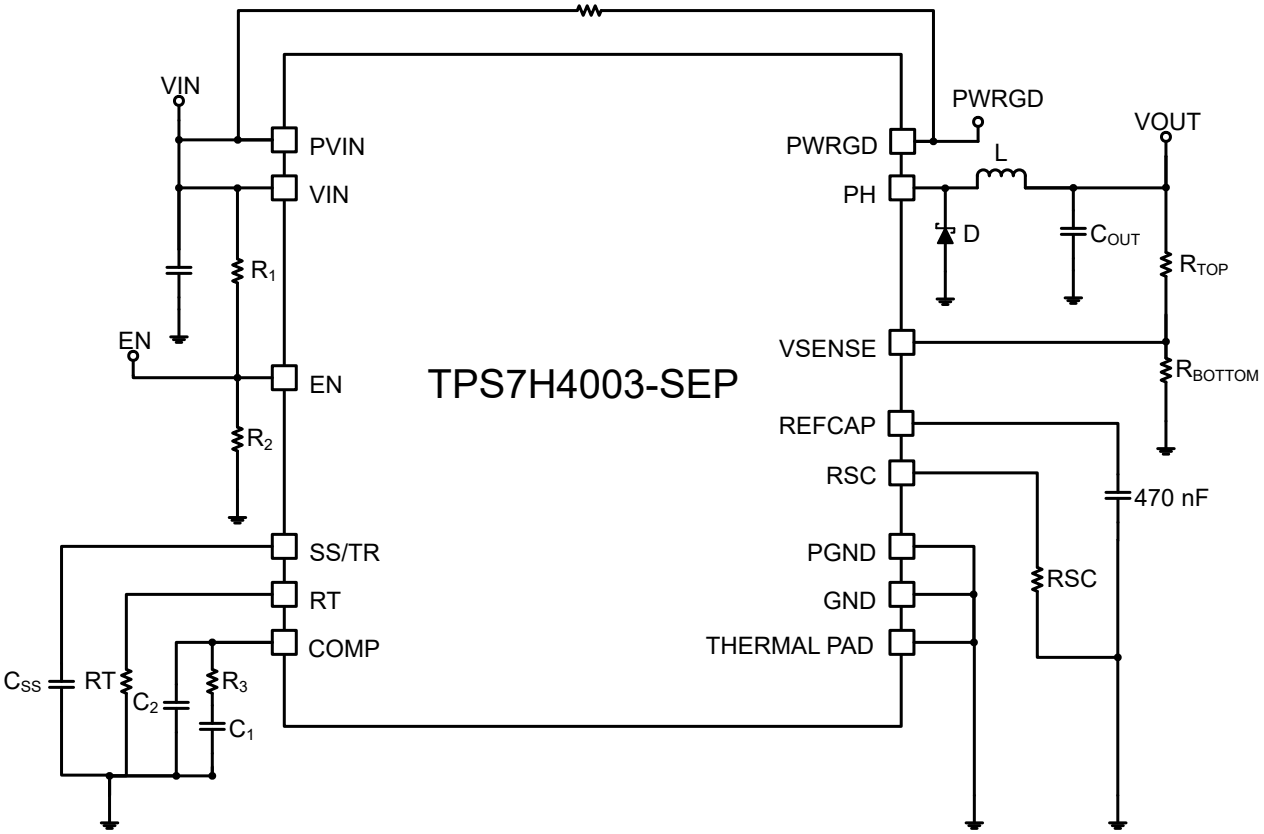

Figure 8-1. Typical Application Schematic
Figure 8-1 shows a Schottky diode between the phase node pin (PH) and GND of the TPS7H4003-SEP. This external diode is in parallel with the internal low-side power FET of the device and typically has superior reverse recovery characteristics when compared to the body diode of the internal low-side FET. This improved reverse recovery provides two key benefits. The first benefit is an better overall efficiency for the converter due to lower losses associated with the diode reverse recovery. The second key advantage is that the parasitic-induced noise associated with the reverse recovery current pulse (as detailed in Figure 5 of *Power Loss Calculation With Common Source Inductance Consideration for Synchronous Buck Converters*) is drastically reduced. In the absence of the Schottky diode, this noise can manifest itself on the power ground plane internal to the TPS7H4003-SEP. If significant enough, the noise can reduce the dynamic range of the error amplifier and result in higher output voltage ripple. For this reason, it is highly recommended to use the external Schottky diode in the converter design. At the least, a PCB footprint for the diode should be included in the PCB design phase in case it is needed to achieve the system requirements.